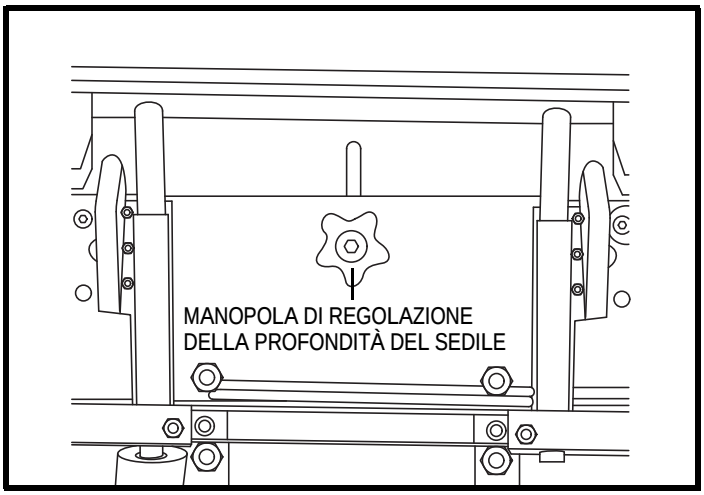

Figura 28. Regolazione della profondità del sedile del Kids FAST
2. Allentare la manopola di regolazione sotto il sedile. **Vedere la figura 28.**
5. Stringere la manopola di regolazione della profondità del sedile e gli accessori allentati nella fase 4. **Vedere la figura 28.**